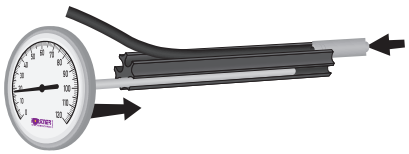

Figure 10 : Le thermomètre et les capteurs de température sont enfoncés dans le module enfi chable.
⑬	Réserve / Eau potable pour générateurs de chaleur à haute température
⑭	Eau potable (pour pompes à chaleur ou besoins élevés en eau potable)
⑮	Générateur de chaleur
⑮.1	Générateur de chaleur
⑯	Fluide solaire* ou générateur de chaleur
1. Insérez le thermomètre par la face frontale dans le module enfi chable (▶ *figure 10*).